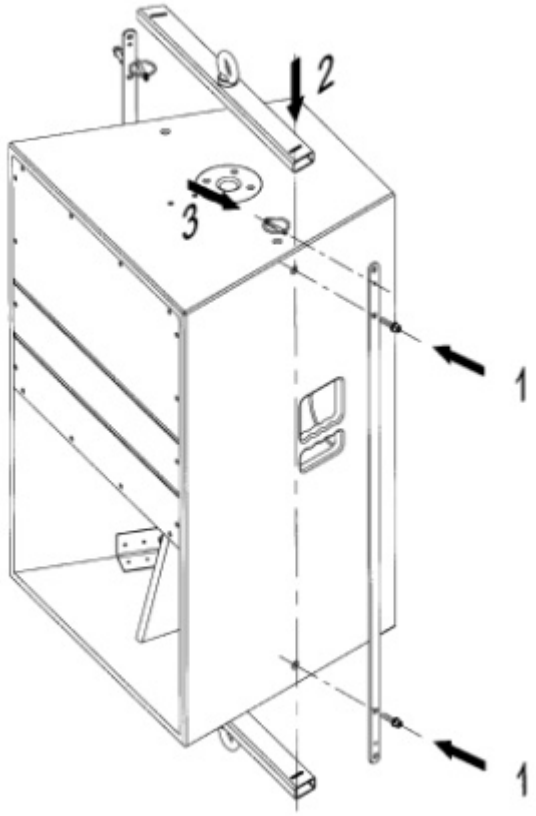
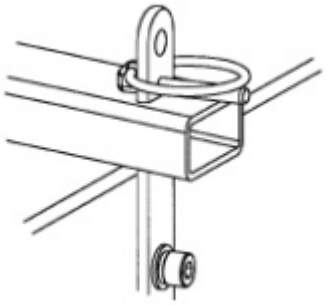
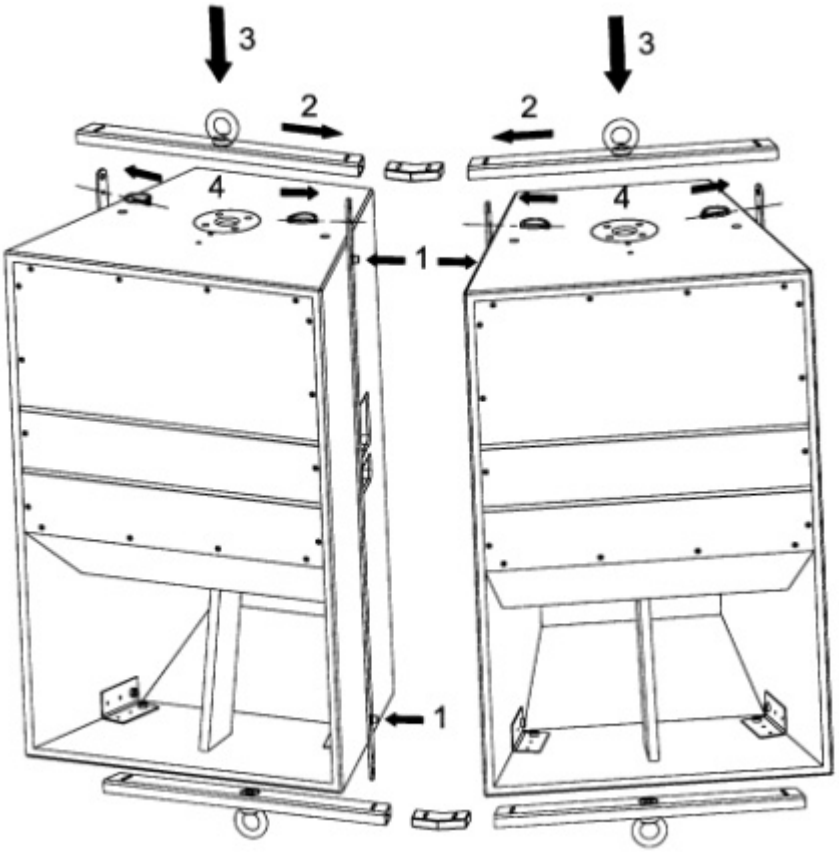

Figure 10b
Figure 10c
Figure 10d
The flown system is assembled as shown in *Figure 10b*. The SR18 side rail kit is screwed to the side of the cabinet using the screws provided (*1*). The SCB Beam Kits are then placed above and below the speaker (*2*). The Lynch Pin is inserted into the holes of the side rail kit top and bottom (*3*) and the Pin folded to secure it in place (*Figure 10c*).
The flown system is assembled as shown in *Figure 10d*. The SR18 side rail kit is screwed to the side of each cabinet using the screws provided (1). The JK1 Jointing Kit is slotted between two SCB Beam Kits for both the top and bottom (2). The combined SCB Beam Kits are placed above and below the speaker (3). The Lynch Pin is inserted into the holes of the side rail kit top and bottom (4) and the Pin folded to secure it in place (*Figure 10c*, page 10).